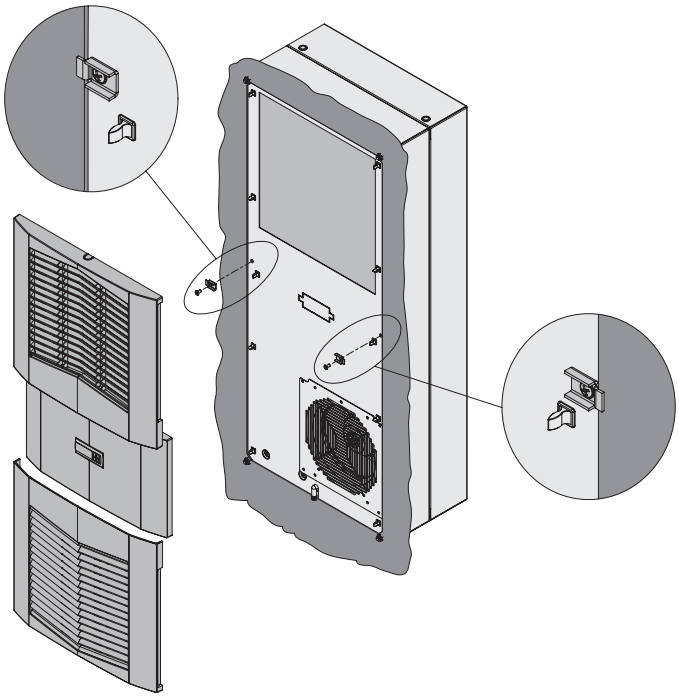

Figure 8
7. Setzen Sie die Frontabdeckung und ggf. die Blechplatte wieder auf das Gerät (siehe Abbildung 8).